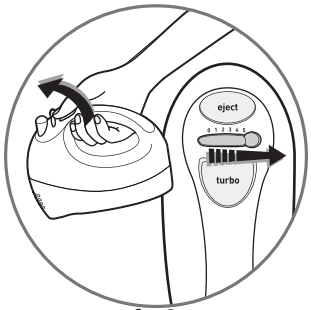

fig.2
- Mettez en route à l'aide du sélecteur de vitesse **(A2)**, **(fig.2)**, d'abord en vitesse **1** puis **2,3,4,5**. Utilisez la position « **Turbo** » **(A3)** si la recette nécessite plus de puissance.